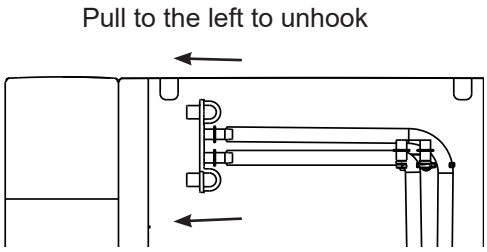

Figure 4
4. Pendant le rinçage de la machine à glaçons Opal, un témoin jaune tournera et vous pourrez voir et entendre l'eau circuler. Voir Figure 4.